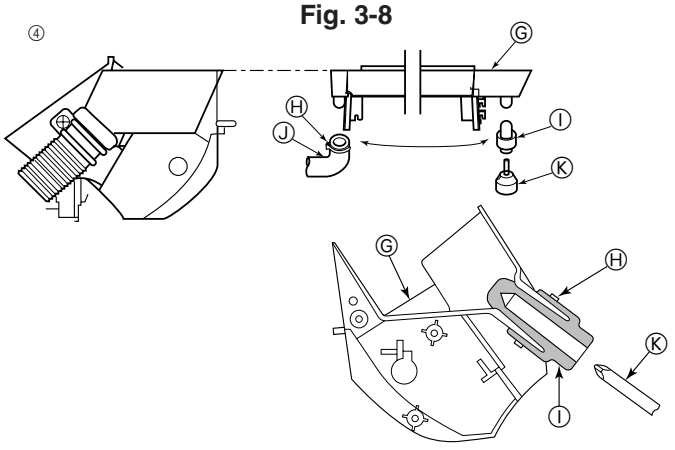

Fig. 3-9
④ Дренажный шланг может быть подсоединен в двух различных позициях. Используйте более удобный для Вас вариант подсоединения и, в случае необходимости, измените положение дренажного лотка, резиновой пробки и дренажного шланга. (Fig. 3-9)